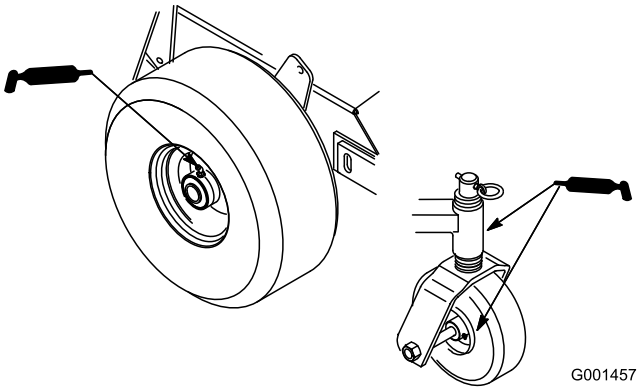

Figura 23
1. Lubrique los cojinetes de las ruedas delanteras y los ejes delanteros (Figura 23).
2. Lubrique los cojinetes de las ruedas motrices (Figura 23).